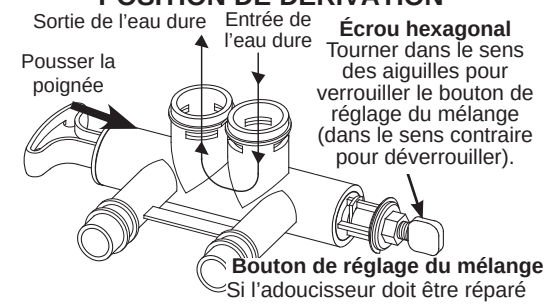

Figure 16
1. Tenez la poignée de dérivation pour empêcher la tige du robinet de tourner (voir la Figure 16). Desserrez l'écrou hexagonal sur le bouton de réglage du mélange en tournant l'écrou dans le sens contraire des aiguilles (voir la Figure 16).
2. **POUR AUGMENTER LA DURETÉ :** Avec la dérivation en position de service (voir Figure 16), tenez la poignée pour empêcher la tige du robinet de tourner, puis tournez le bouton de réglage du mélange dans le sens contraire des aiguilles, jusqu'à 2 tours depuis la position fermée. Nous recommandons de régler d'un quart de tour à la fois sur une période de plusieurs semaines jusqu'à ce que la dureté désirée soit atteinte. **REMARQUE :** Après un réglage avec le bouton de mélange, il peut s'écouler plusieurs jours avant qu'un changement de la dureté de l'eau ne soit perceptible. Ce délai s'explique par la grande quantité d'eau déjà traitée qui se trouve dans la tuyauterie et le chauffe-eau et qu'il faut remplacer. Faites analyser l'eau pour déterminer sa dureté actuelle.
3. **POUR AUGMENTER LA DURETÉ :** Avec la dérivation en position de service (voir Figure 16), tenez la poignée pour empêcher la tige du robinet de tourner, puis tournez le bouton de réglage du mélange dans le sens des aiguilles. Lorsque le bouton arrivera au bout, l'eau dure ne sera plus ajoutée à l'eau douce.
4. Une fois la dureté d'eau atteinte, serrez l'écrou hexagonal (voir Figure 16) dans le sens des aiguilles jusqu'à ce qu'il touche la tige de dérivation.